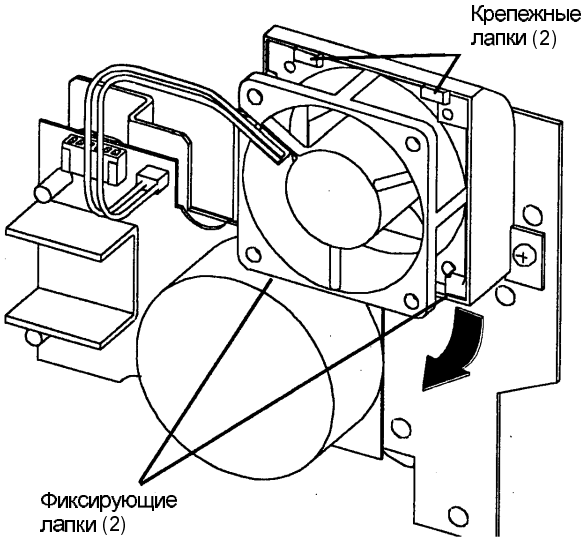

Рис. 1. Демонтаж вентилятора охлаждения.
3. Снимите вентилятор охлаждения (Рис. 1).